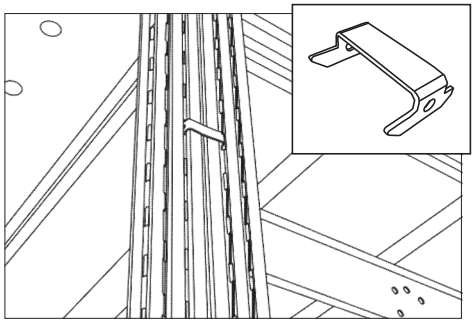

Рис. 25.
1) Крепление секций по типу «спина к спине» с помощью Скобы СУ соединительной. Используется для соединения стоек СУ при размещении стеллажей СУ «спина к спине» (рис. 25).